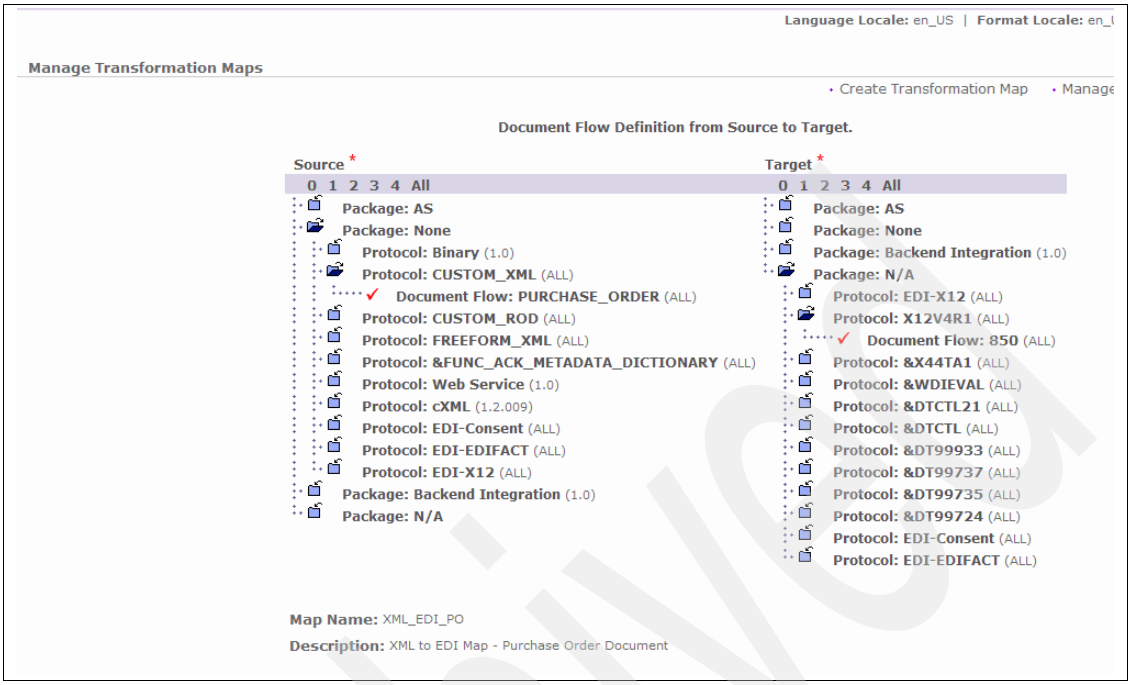

Figure 19-6 Document flow definitions created by the Map XML_EDI_PO
5. We now see the Document Flow definitions created by the uploaded transformation map under Manage Transformation Maps (See Figure 19-6 on page 634).